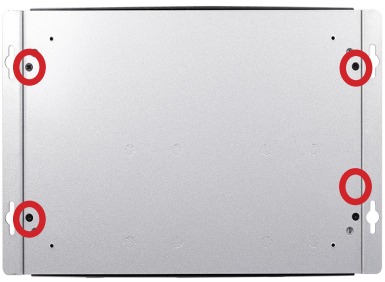

图 2.7　外壳螺丝分布
1. 拧下外壳侧面的 4 颗螺丝，然后取下底壳。（如图 2.7）